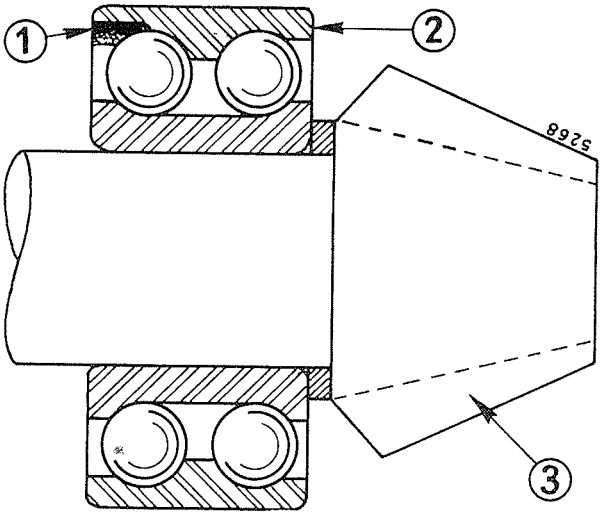
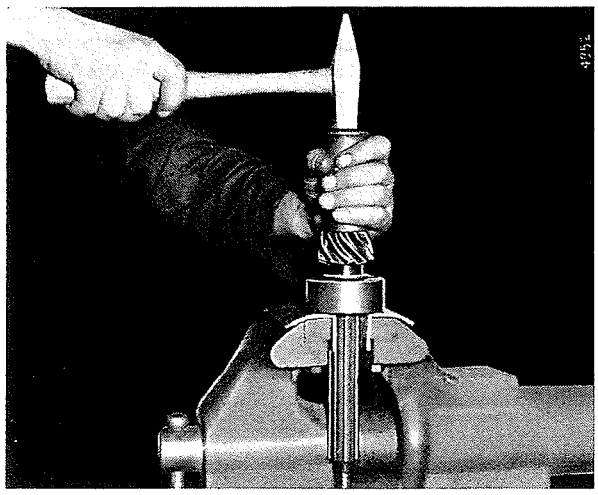

Bild 308
Bild 309
Das Lager auf die Schiebewelle so aufsetzen, daß die Füllnut (1), Bild 308, dem konischen Triebel abgewendet ist, wie in Bild 308 dargestellt. Den Ausgleichring auf den gereinigten und entgrateten Lagersitz der Schiebewelle aufschieben und die Schiebewelle mittels Handpresse in das Lager pressen oder die Welle mittels Kupferdorn rasch in das Lager treiben, Bild 309.
Ist der richtige Ausgleichring ermittelt, diesen und das Kugellager auf die Welle aufbringen, Bild 309.